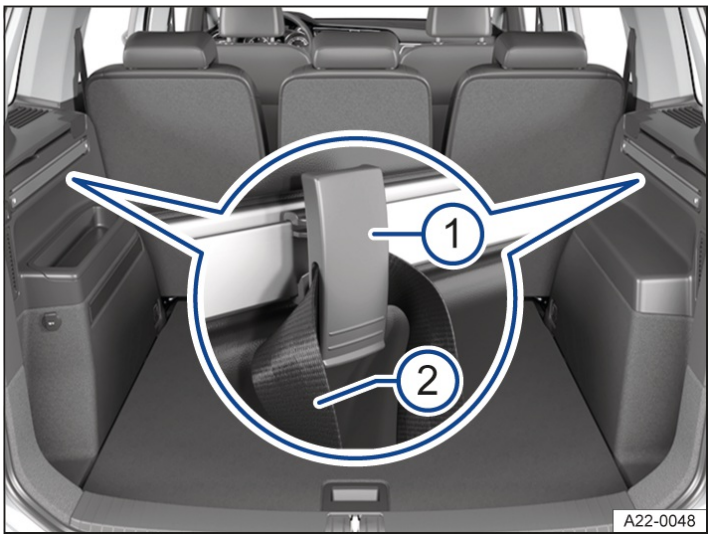

Fig. 1 In the luggage compartment: Rail system with rails, sliding fixing elements and a securing strap.
— Sliding fixing elements → *fig. 1* (1).
— Securing straps which can be fixed to the rails → *fig. 1* (2).
1. With the grooves facing upward → *fig. 1* (1), slot the fixing element into the rails from above and press down.